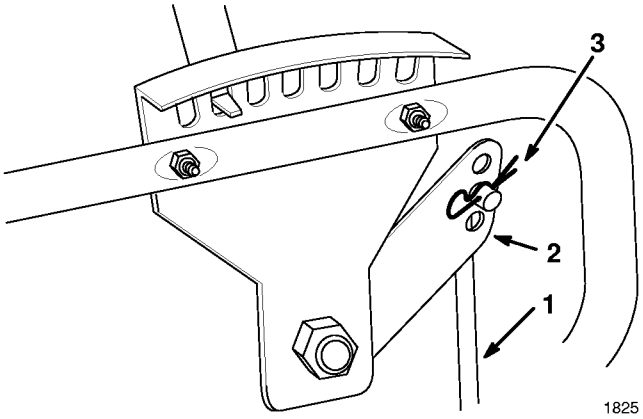

Abbildung 5
5. Das obere Ende der Höhenverstellstange an den Höheneinstellungshebel mit einem Haarnadelsplint befestigen. (Abb. 5).